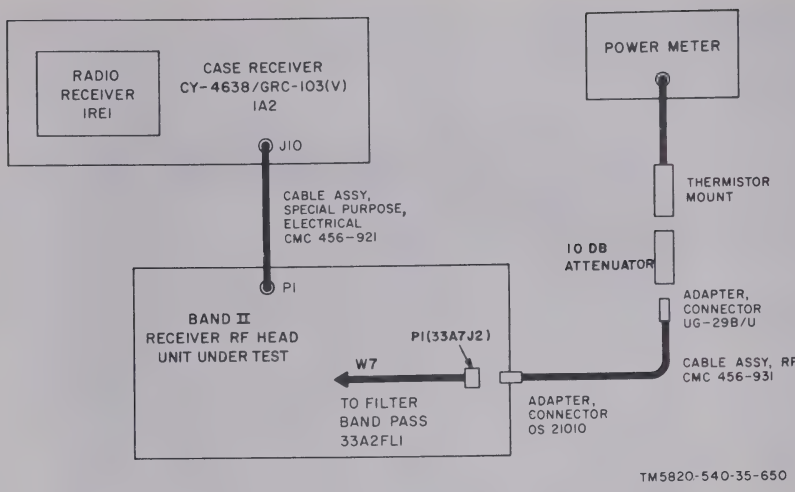

Figure 3-57. Bandpass filter 33A2FL1 operational check, test setup.
(2) Connect the test equipment as shown in figure 3-57.
(3) Set the AC POWER switch to ON and tune the receiver to channel 699. The output power level at P1 (33A7J2) should be between +7 dbm and +12 dbm (power meter indication between —3 dbm and +2 dbm).
(4) Set the RCVR CHANNEL control to channel 700. The power meter indication should not change.
(5) Set the AC POWER switch to OFF. If the indications in (3) and (4) above are not within the specified limits, replace the receiver RF head.